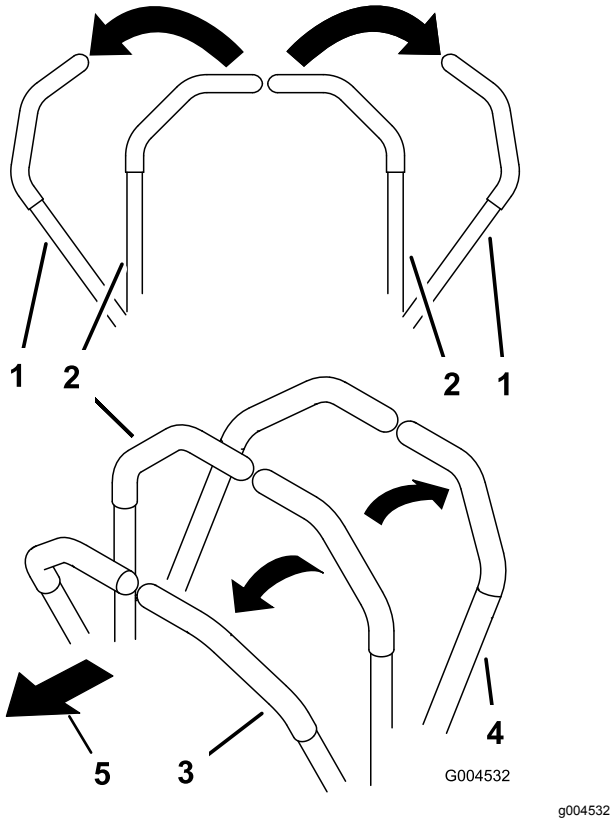

Bild 20
- Schieben Sie für das Vorwärtsfahren die Fahrantriebshebel langsam vorwärts (Bild 20).
- Ziehen Sie zum Rückwärtsfahren die Fahrantriebshebel langsam nach hinten (Bild 20).
- Zum Wenden, ziehen Sie beide Hebel nach hinten, um die Maschine zu verlangsamen; schieben Sie dann einen Hebel an der entgegengesetzten Seite zur Wenderichtung nach vorne (Bild 20).